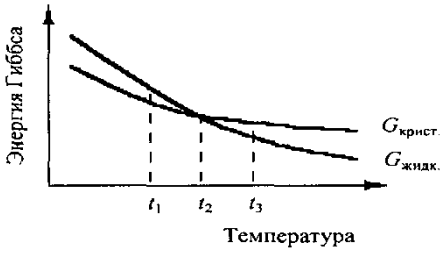

Рис. 13
42. При какой (каких) температуре(ах) возможен процесс кристаллизации (рис. 13)?